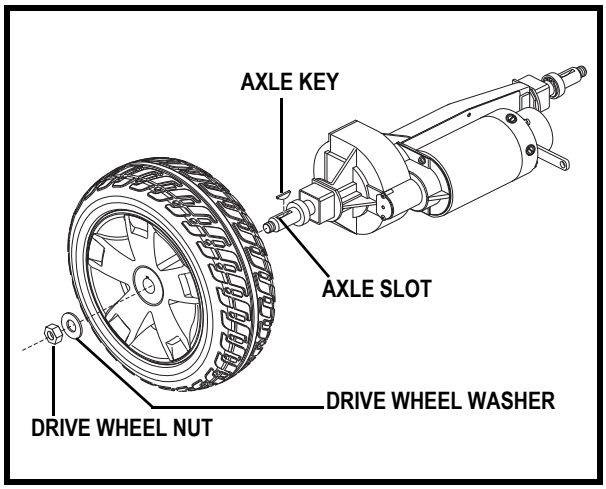

Figure 26. Drive Wheel Removal
3. Remove the drive wheel nut and washer from the axle. **See figure 26**.
5. Slide the new wheel back onto the axle. Make sure that the axle key is in the axle slot. **See figure 26.**